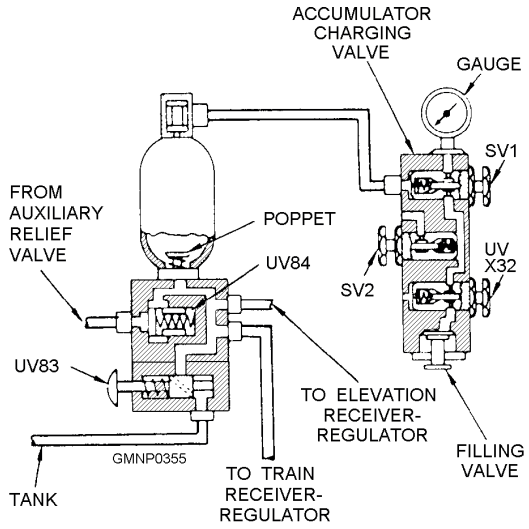

**Figure 6-8.—Servo accumulator (schematic diagram).**
**SERVO ACCUMULATOR**.—The servo accumulator (fig. 6-8) maintains a reserve of servo pressure to meet peak demands for both the train and elevation power drives. Servo pressure enters the accumulator through a spring-loaded check valve, UV84. Valve UV84 prevents accumulator pressure from feeding back through the pump during shutdown. Fluid then ports to the accumulator flask and to the receiver-regulator of each power drive. The fluid reserve in the flask is held under pressure by the nitrogen charged bladder.